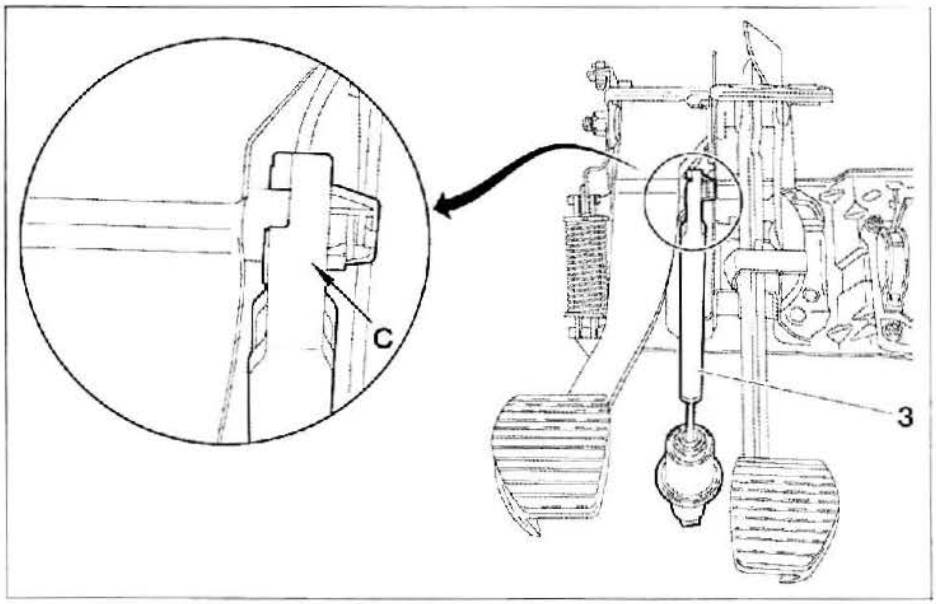

FIG. 7
- Separar la rótula del cilindro de mando de embrague (3) (en "C") (fig. 7).